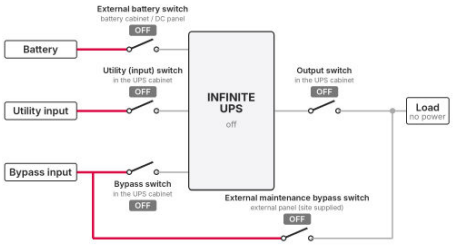

FIGURE 4-1 Before you connect: all switches OFF
Before you connect, check that the utility, bypass and output switches of the UPS, the external maintenance bypass switch and the external battery switch are all OFF (Figure 4-1), and lock out the upstream breakers.
- The utility, bypass and output switches and the external battery switch are OFF (Figure 4-1). The installation checklist of the user manual is complete.